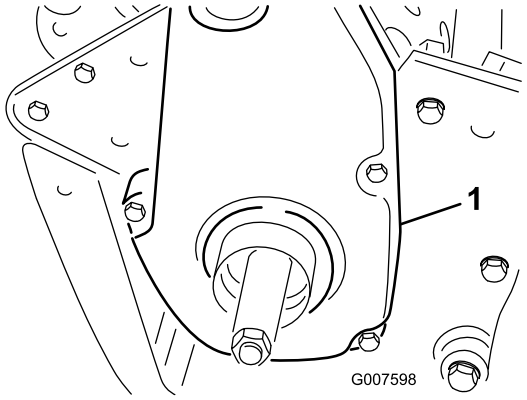

**Figur 47**
6. Fjern det bakre remdekslet fra maskinens høyre side (Figur 47).